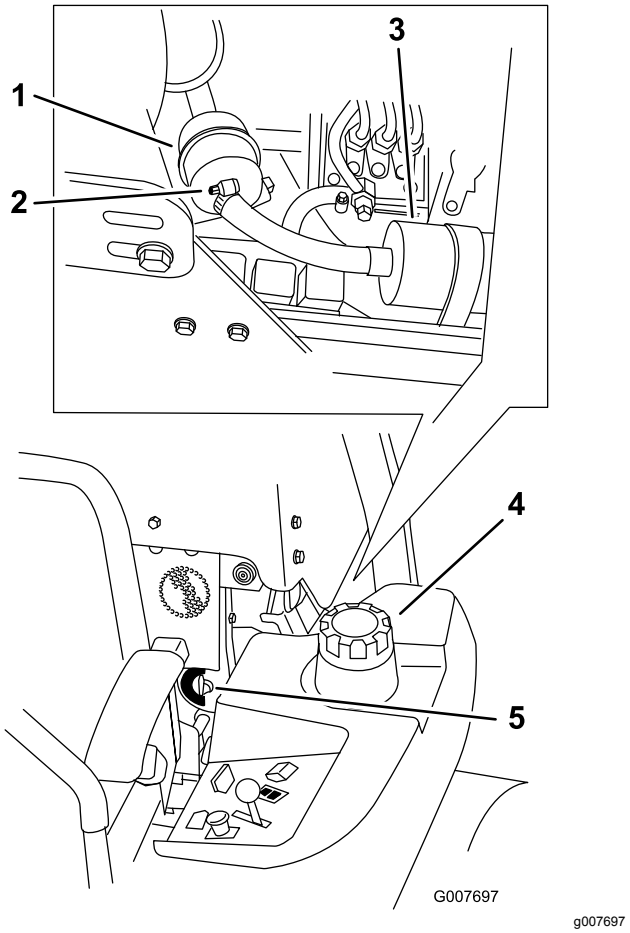

Rysunek 66
4. Zamknij zawór odcinający paliwo (Rysunek 66).
5. Poluzuj dwie obejmy przewodów i odłącz przewody paliwowe od filtra paliwa (Rysunek 66).
6. Zamontuj nowy filtr. Podłącz przewody paliwowe do filtra paliwa i załóż 2 obejmy przewodów (Rysunek 66).